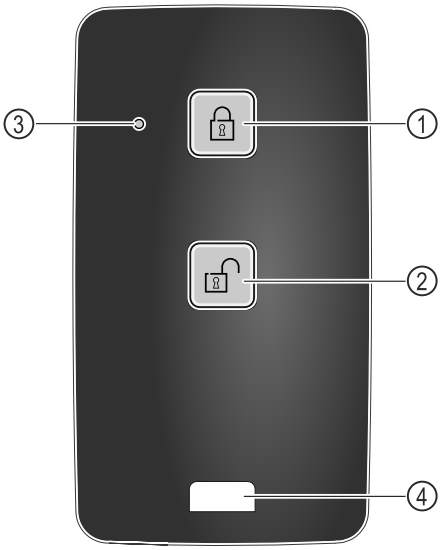

Fig. 249
(1) Blocați încuietoarea
(2) Deblocați încuietoarea
(3) LED de stare
(4) Ureche de fixare
▶ Apăsați tasta *Fig. 249 (1)* de pe telecomandă.
▶ Apăsați tasta *Fig. 249 (2)* de pe telecomandă.
▶ LED-ul de stare *Fig. 249 (3)* oferă un răspuns optic atunci când este apăsat un buton.
▶ Urechea *Fig. 249 (4)* pentru fixarea telecomenzii, de exemplu la un breloc.